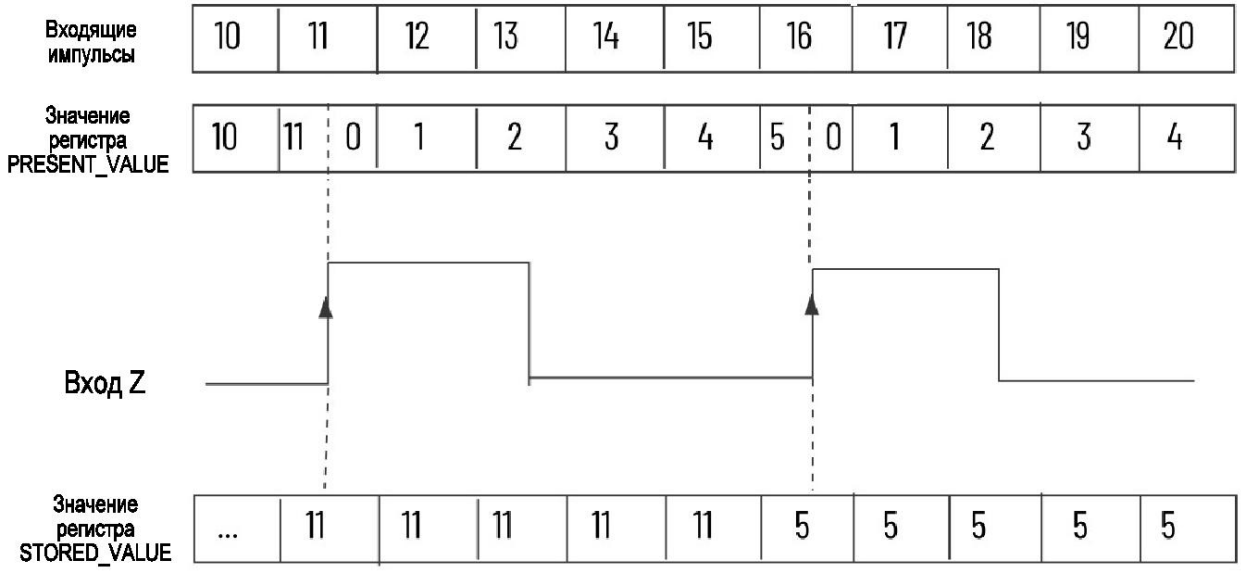

Рисунок 1.10 – Работа регистров в режиме S[4]
– считывает текущее значение счетчика (см. рисунок 1.10) и записывает его в регистр STORED_VALUE по переднему фронту канала Z, а также сбрасывает значение текущего счета в регистре PRESENT_VALUE (отсчет возобновляется независимо от состояния на входе Z)